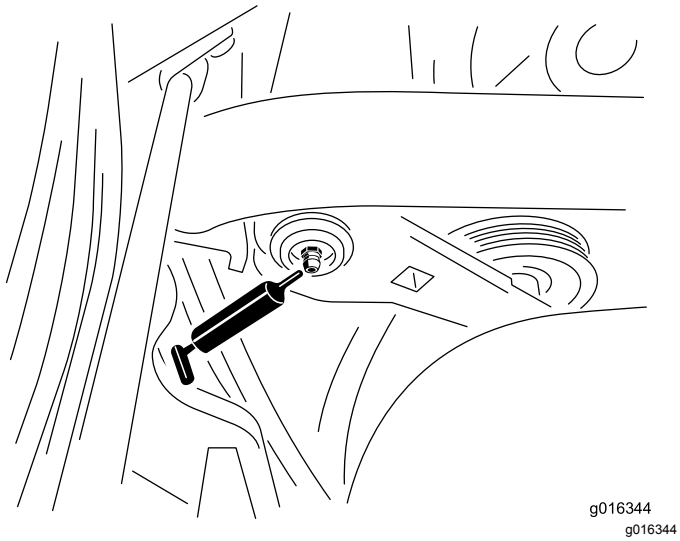

Figur 30
1. Tør smøreniplen ren, så der ikke føres fremmedlegemer ind i lejet eller bøsningen (Figur 30).